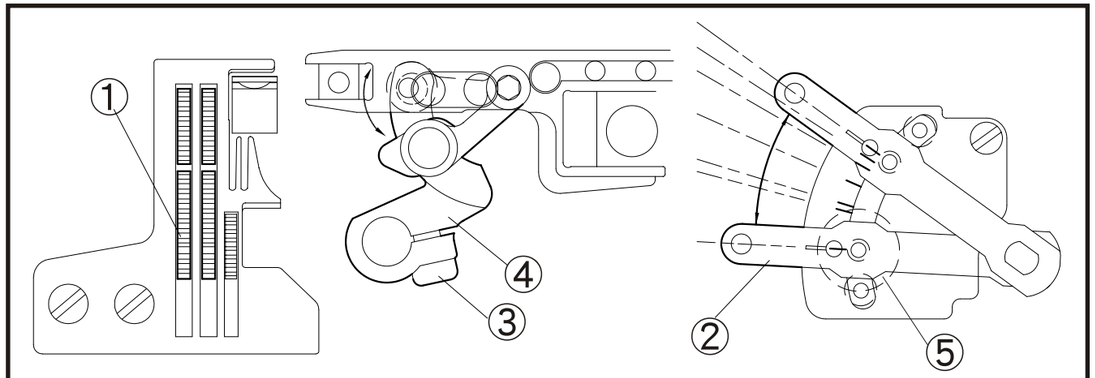

Fig. 25
c. Gire la rueda de la banda a una posición específica. Asegúrese que la actividad de transportar del transportador dentado diferencial 1 este en cero, lo que significa que aunque la barra balanceadora 2 se mueva de arriba a abajo, el transportador dentado diferencial 1 se mantiene en su lugar. (Fig. 25)